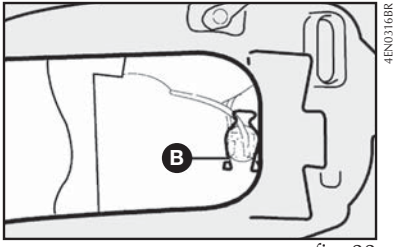

fig. 22
3) retirar o porta-lâmpada pressionando as presilhas **B-fig. 22** abrindo-as lateralmente;